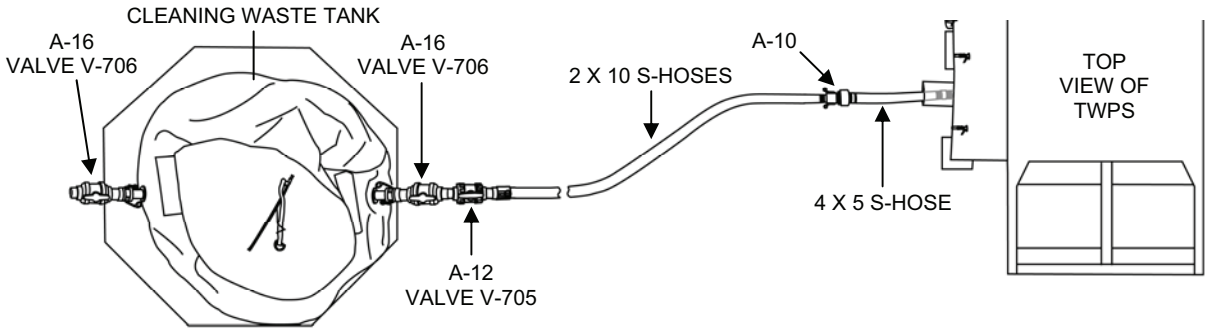
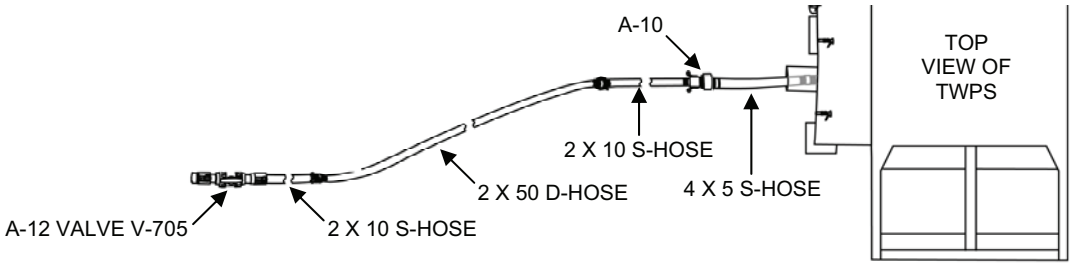

Figure 10. Cleaning Waste Hose Set-Up with the Cleaning Waste Tank.
Figure 11. Cleaning Waste Hose Set-Up Without the Cleaning Waste Tank.
2. Make sure the cleaning waste hoses are set up as follows (Figure 10):
d. If using the cleaning waste storage tank, set up the hoses as follows (Figure 10):
e. If not using the cleaning waste tank, set up the cleaning waste hoses as follows (Figure 11):
a. Make sure that Adaptor A-12 Valve V-705 on the cleaning waste hoses is **closed** (Figure 10 or Figure 11).
c. **Open** Adaptor A-12 Valve V-705 on the cleaning waste hoses (Figure 10 or Figure 11.
1) Close valves V-705 and V-706 on Adaptors A-12 and A-16 that are connected together on the cleaning waste tank (Figure 10).